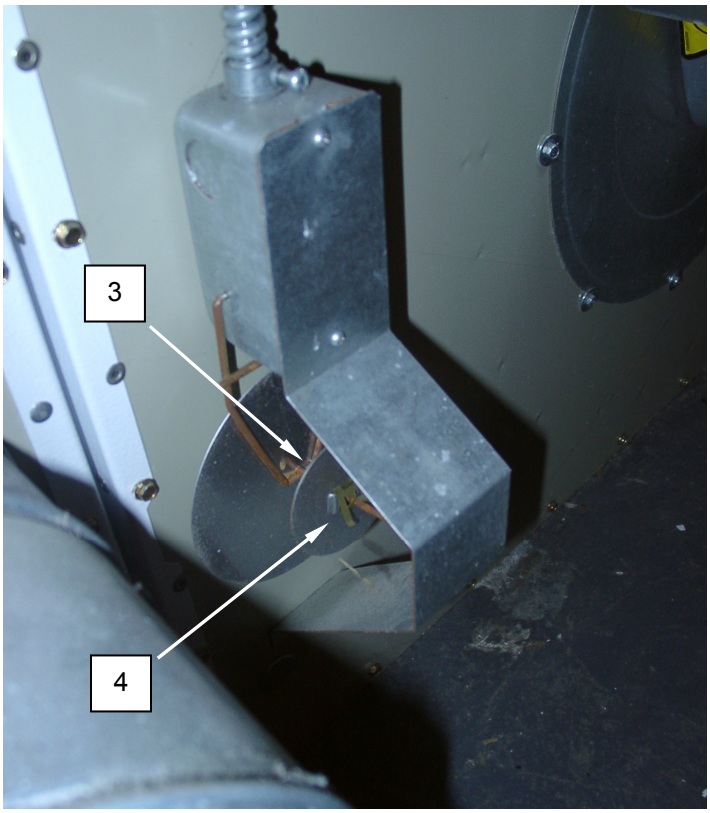

Figure 2. Adjust the Dryer Airflow Switch.
2. Start dryer, and note position of counterweight **(Figure 2, Item 3)**.
3. Release counterweight clip **(Figure 2, Item 4)**, and adjust counterweight to a point where the switch will be activated.